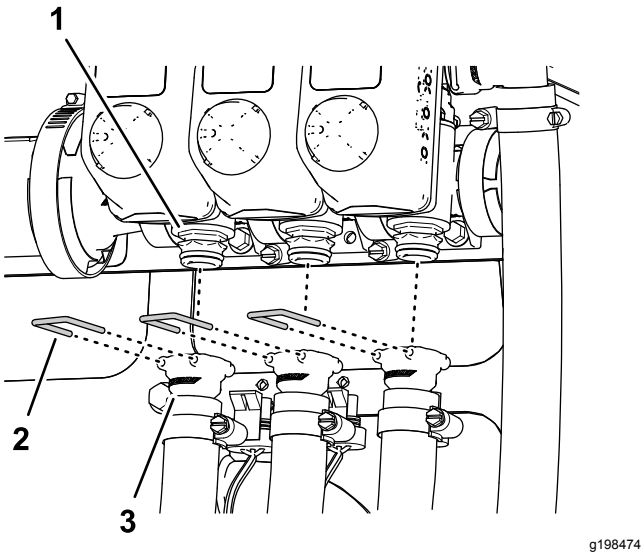

Rysunek 35
6. Odłącz elementy ustalające mocujące szybkozłącza lewego, środkowego i prawego przewodu doprowadzającego od szybkozłączy zaworów sekcji zraszania (Rysunek 35).
7. Odłącz lewy, środkowy i prawy wąż doprowadzający od szybkozłączy zaworów sekcji zraszania, a następnie zabierz węże z maszyny (Rysunek 35).